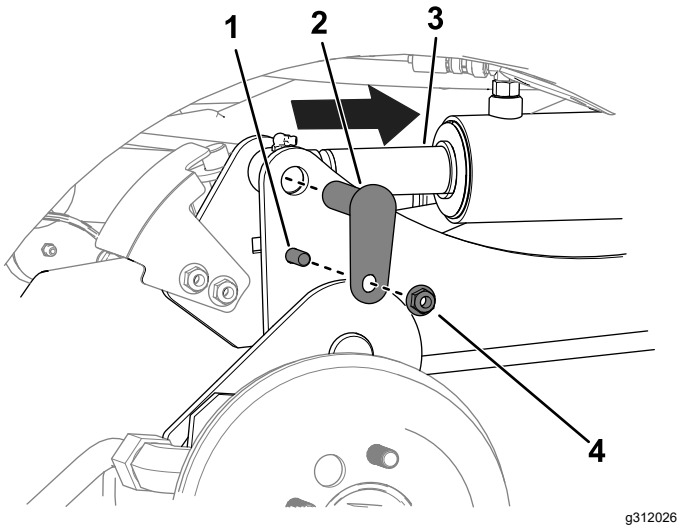

Figur 10
C. Brug en spredningsstanser til at justere cylinderstangens huller med løftearmens huller (Figur 10).
D. Brug 2 bolte (⅜" x 1¼"), 2 møtrikker (⅜") og 2 små tapper for at fastgøre løftearmene på cylindrene (Figur 10).